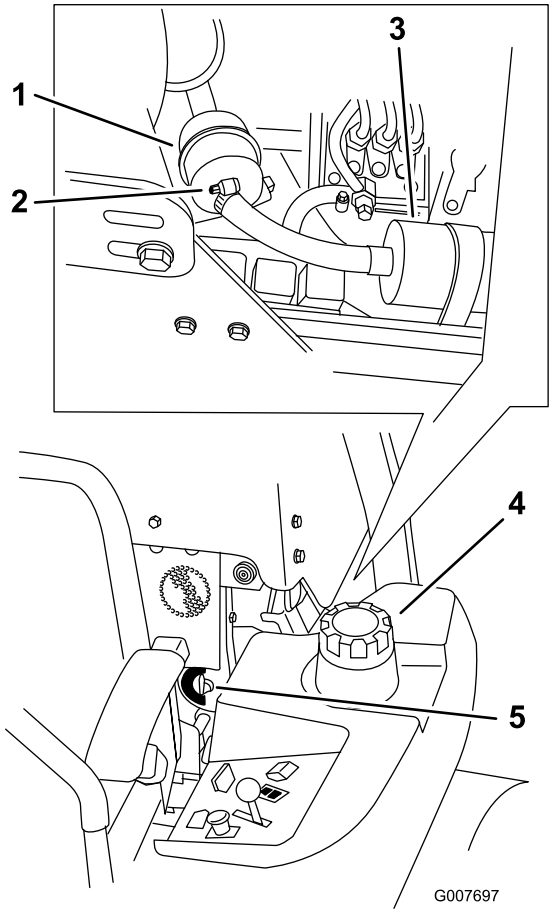

Figur 49
4. Luk brændstofafbryderventilen(Figur 49).
5. Løsn de to slangeklemmer, og kobl brændstofledningerne fra brændstoffilteret (Figur 49).
6. Sæt et nyt filter i. Kobl brændstofledningerne til brændstoffilteret, og monter de to slangeklemmer (Figur 49).